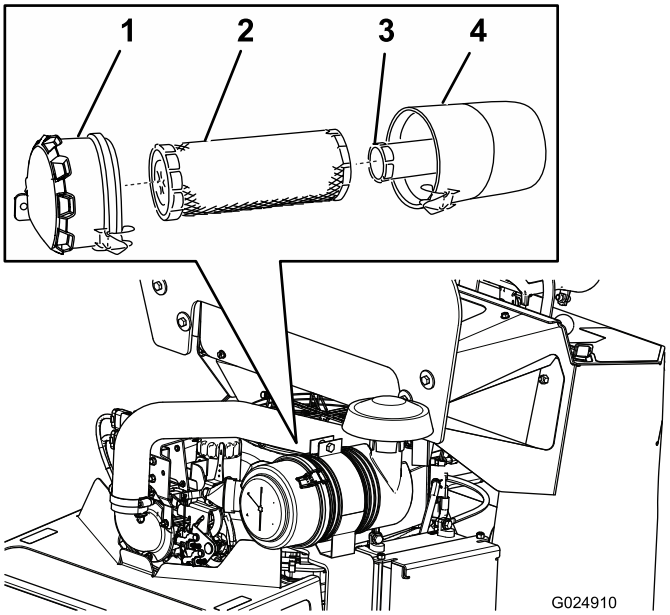

Figur 29
3. Lossa spärrhakarna på luftrenaren och dra av luftrenarkåpan från luftrenarhuset (Figur 29).
5. Dra försiktigt ut huvudfiltret ur luftrenarhuset (Figur 29).
2. När du sätter i ett nytt inre filter ska du försiktigt skjuta in det i filterhuset (Figur 29).
3. Skjut försiktigt huvudfiltret över det inre filtret (Figur 29).
4. Sätt på kåpan på luftrenarhuset och knäpp fast spärrhakarna (Figur 29).